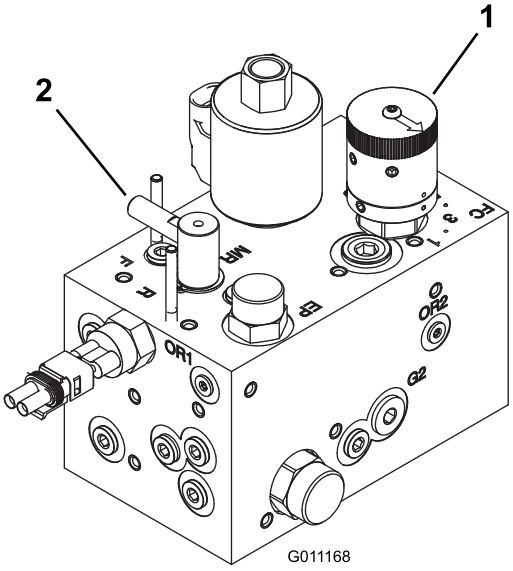

Figuur 75
3. Zet de wethendel in de stand R. Draai de knop voor de messenkooisnelheid naar stand 1. Zie Figuur 75.